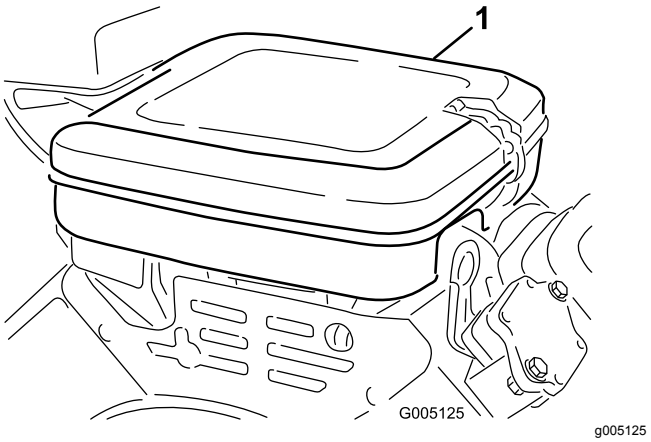

Figuur 26
1. Reinig het luchtfilterdeksel (Figuur 26).